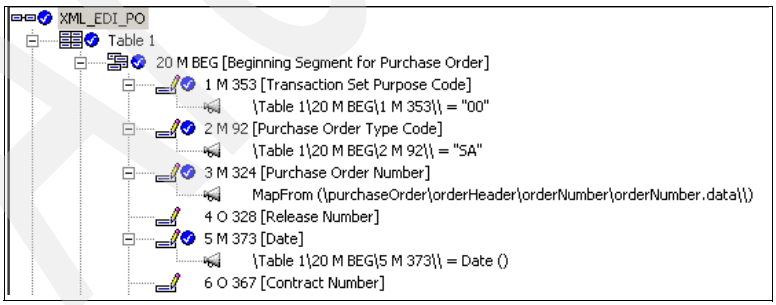

Figure 18-9 BEG segment mapping commands
14. We complete the mapping of the BEG segment using one of the predefined functions available in the Data Interchange Services client. Map element 373 at position 5 of the BEG segment using the Date() function (Figure 18-9).